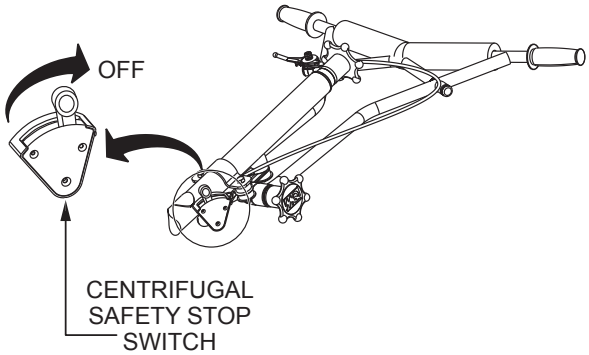

Figure 50. Centrifugal Safety Stop Switch (OFF)
3. Place the centrifugal safety stop switch (Figure 50) in the **OFF** position.